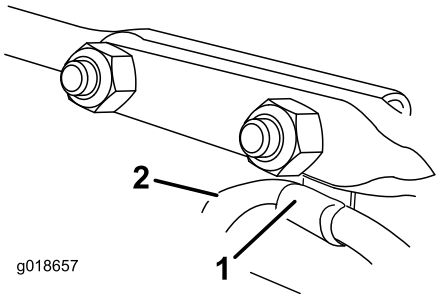

Figur 17
6. Før inn kabelklemmen som støtter avlederkabelen inn på den fremre låseskruen og fest låseskruene med mutrer fra posen med løse deler (Figur 17).